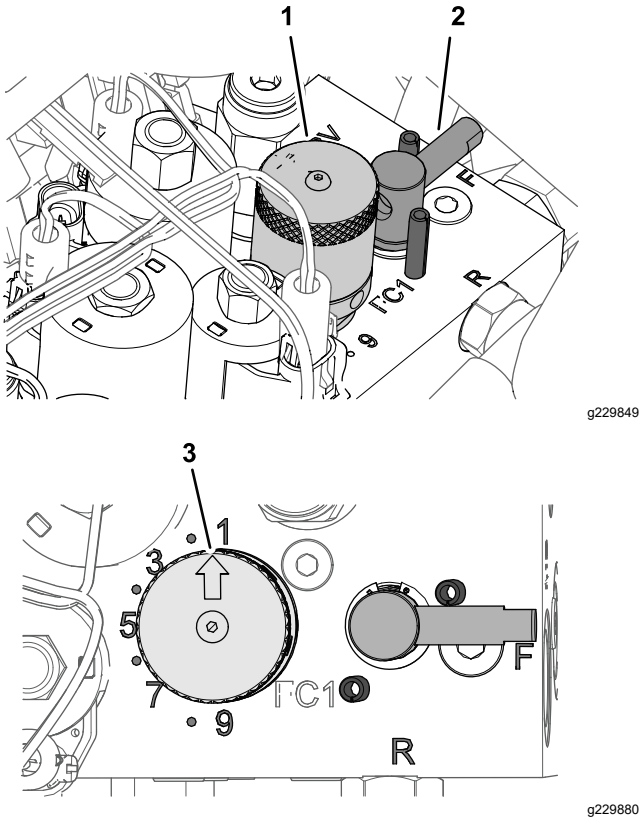

**Figuur 53**
5. Stel het toerental van de messenkooi in door de knop voor de toerentalregeling van de messenkooien te draaien (Figuur 53) tot de de indicatorpijl het nummer aanwijst dat u bepaald hebt in stap 3.